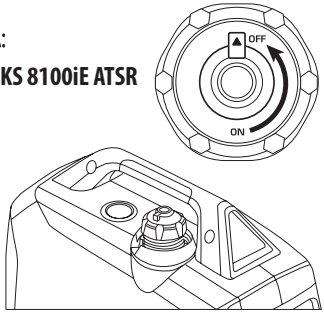

Fig. 6
7. După ce generatorul se oprește, lăsați-l să se răcească și închideți ventilul de aer de pe bușonul de combustibil (puneți pe „OFF”, așa cum se arată în Fig. 6, pentru modelele KS 2000i S, KS 2000iG S - la oprirea functionarii pe benzina).